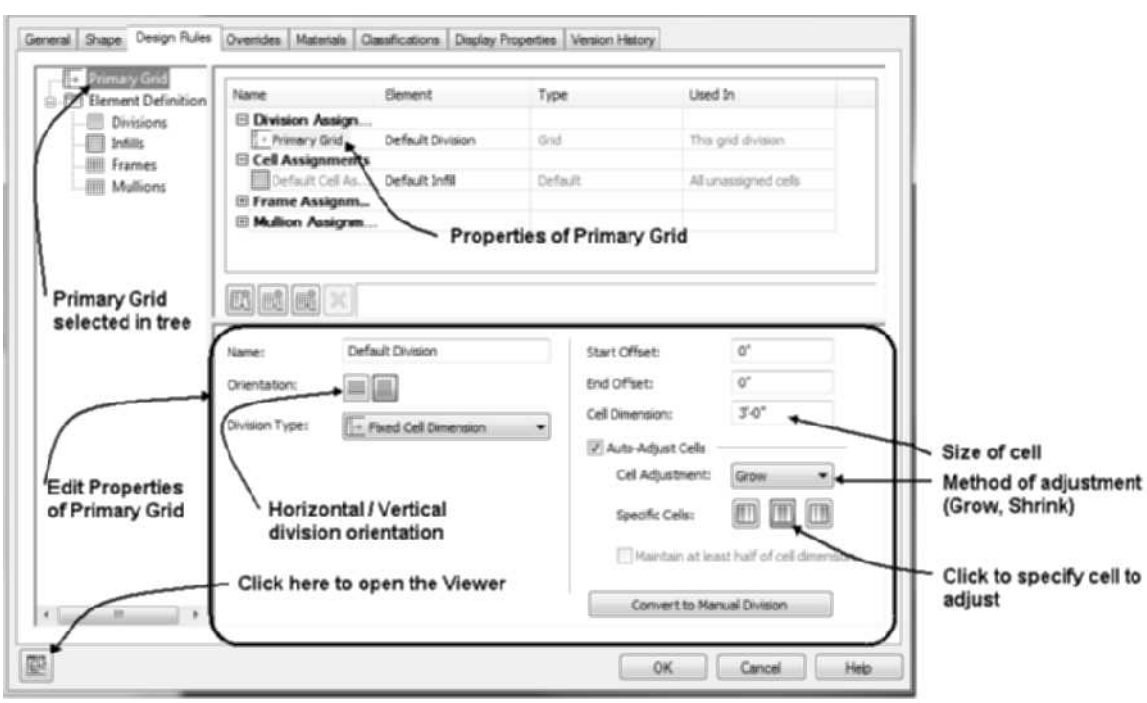

FIGURE 6.8 *Design Rules tab*
5. Choose the Design Rules tab. If you select an element in the tree of the left pane, its properties will be displayed in the upper-right pane and can be edited in the lower-right pane. Choose Primary Grid in the left pane as shown in Figure 6.8. The door/window assembly is developed from a grid; the primary grid has a vertical orientation as shown in lower pane.
as shown in Figure 6.8. The Orientation toggles shown in Figure 6.8 allow you to change the grid orientation to horizontal or vertical. The settings for the Default Division with the Fixed Cell Dimension provide a grid 3'-0" [900] cells, allowing the middle grid division to adjust.